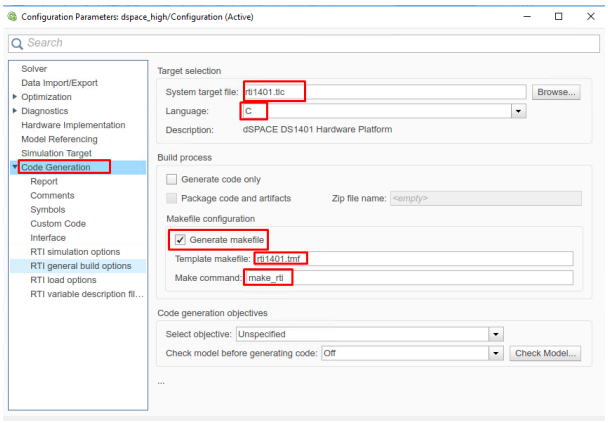

Figure 10.9: Set the Simulink code generation options.
9. (Figure 10.9) In the "Code Generation" tab, set the options: